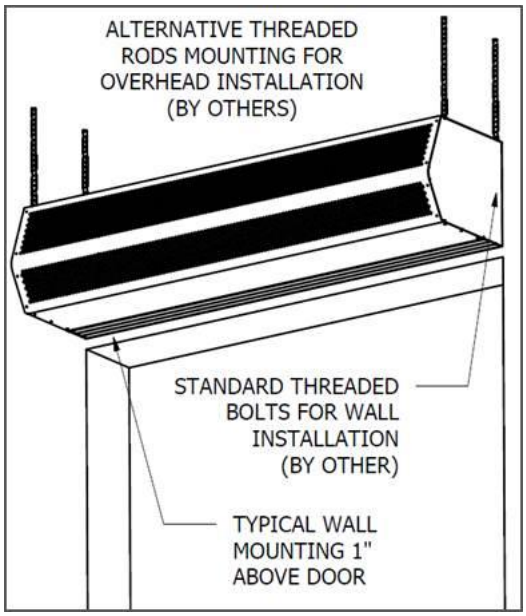

FIG. 1
3. Total of two (2) key-hole slots and six (6) pre-punched mounting holes are provided for your convenience. The 7/16” pre-punched holes (4) provided, (2) on each end for top/celling mounts. The 1/2” key-hole slot and 7/16” pre-punched hole (2) provided, (2) on each end for wall mounts. These holes must be utilized to secure the product to the wall or ceiling. If necessary, holes may be drilled inside the product to align with the stud spacing. All hardware is field provided by others.
4. Mount the product such that the discharge is 1” above the opening and all obstacles. (FIG. 1)
5. Use four (4) threaded rods for overhead installation or four (4) threaded bolts for wall installation. All hardware is field provided by others. (FIG. 1)